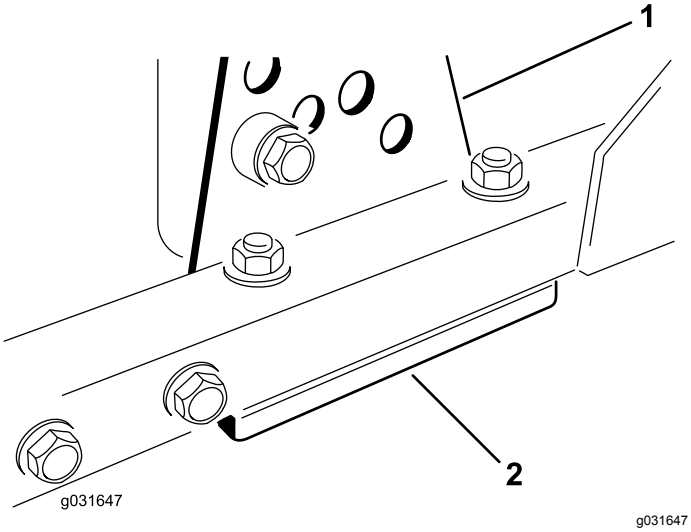

Figur 72
1. Avlägsna klipphöjdsfästet (främre, vänstra eller högra) från klippenhetsramen (Figur 72).
2. Justera mellanläggen på 1,5 mm och/eller 0,7 mm mellan klippenhetens ram och fäste för att erhålla önskad klipphöjd (Figur 72).
3. Montera klipphöjdsfästet på klippenhetsramen med de återstående mellanläggen som monterats under klipphöjdsfästet (Figur 72).